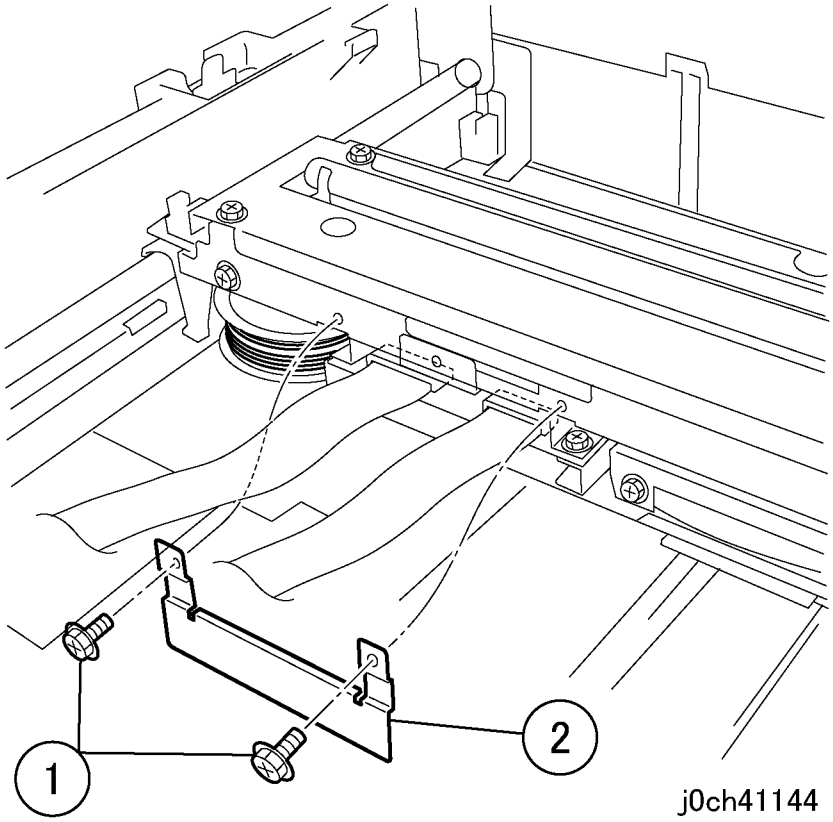

Рисунок 7 Снятие держателя (j0ch41144)
8. Снимите держатель (рисунок 7).